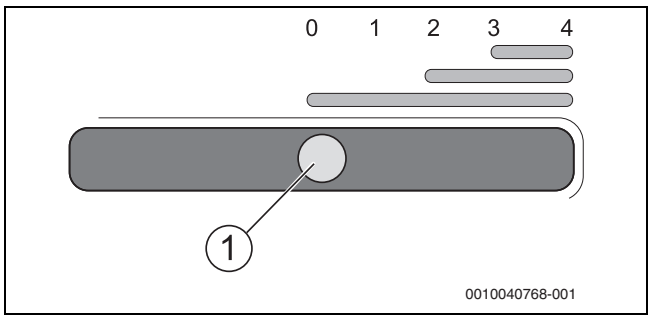

Bild 20 Scheibenspülluftschieber an der Füllraumtür
- ▶ Scheibenspülluftschieber [1] nach rechts schieben, um dem oberen Feuerraum weitere Sekundärluft und Scheibenspülluft zuzuführen (→ Bild 20).